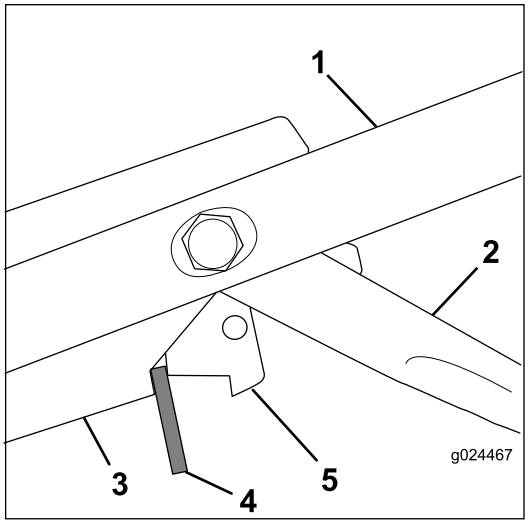

Rysunek 31
3. Włóż przekładkę o grubości 8 mm między dźwignię hamulca ostrza a wspornik regulacji na uchwycie (Rysunek 31).